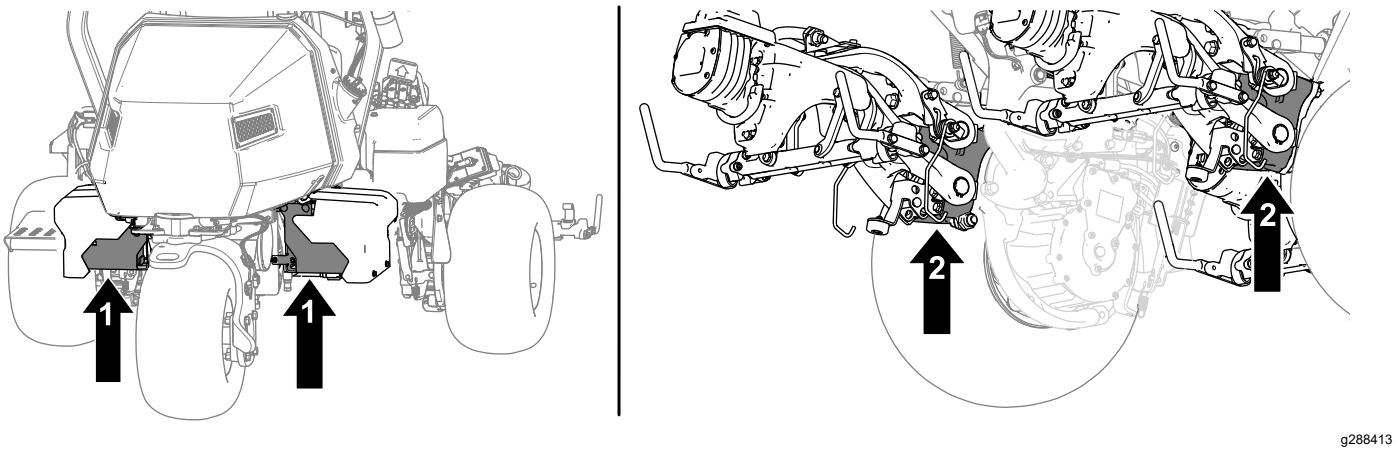

Figura 39
2. Após elevar a traseira da máquina, utilize um macaco adequado debaixo das seguintes áreas para suportar a máquina (Figura 39):